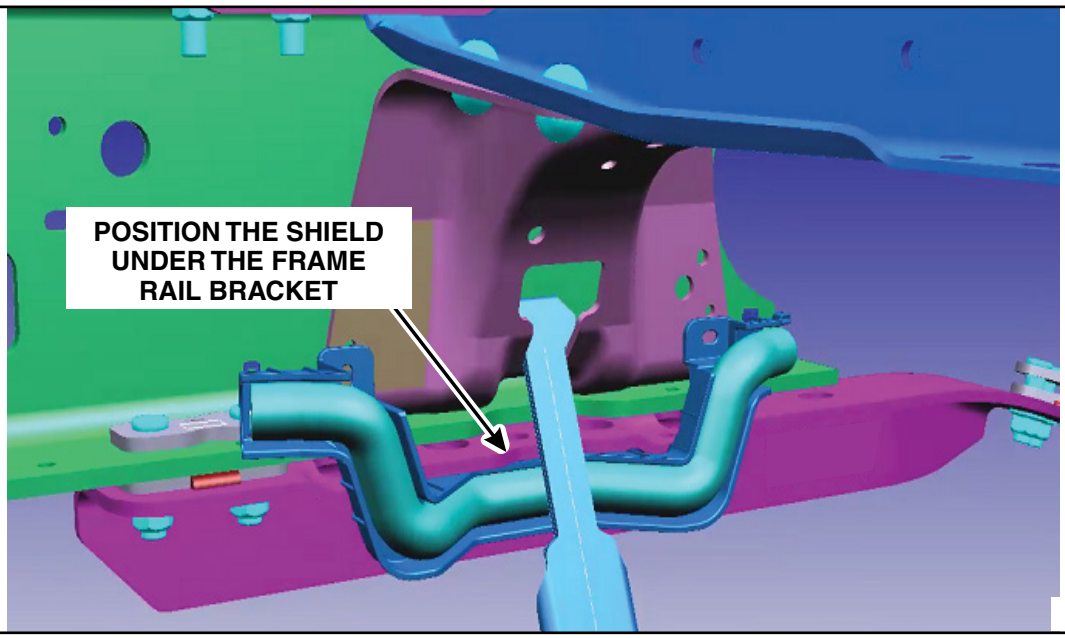

FIGURE 41
5. Reattach the shield to the harness, in the same locations as they were removed from in Step 3, using seven (7) of the similar supplied tie straps.
6. Once the frame rail bracket has beed installed, position the middle of the harness shield under the frame rail bracket as shown in Figure 41. Then, using two (2) of the supplied tie straps, secure the harness shield in the same location as the push pins were removed from in Step1.